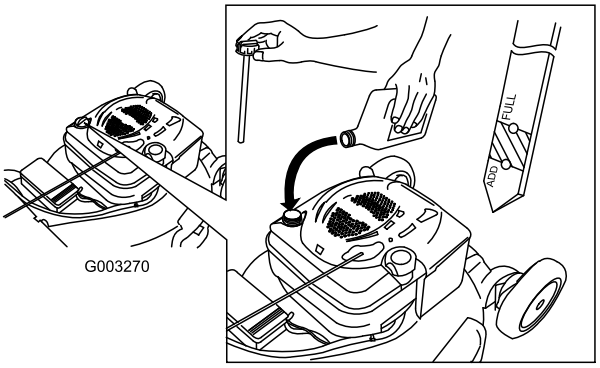

Figur 36
12. Tag målepinden ud, og kontroller oliestanden på målepinden; se Figur 36.